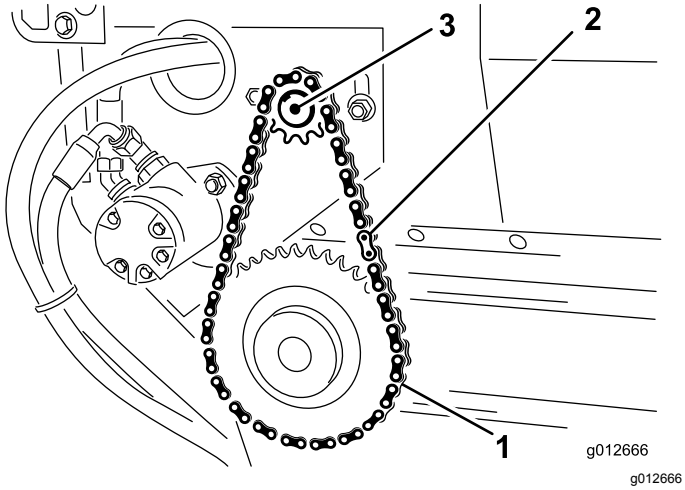

Figur 24
2. Ta bort huvudlänken från kedjan och ta bort kedjan från det lilla drevet (Figur 24).